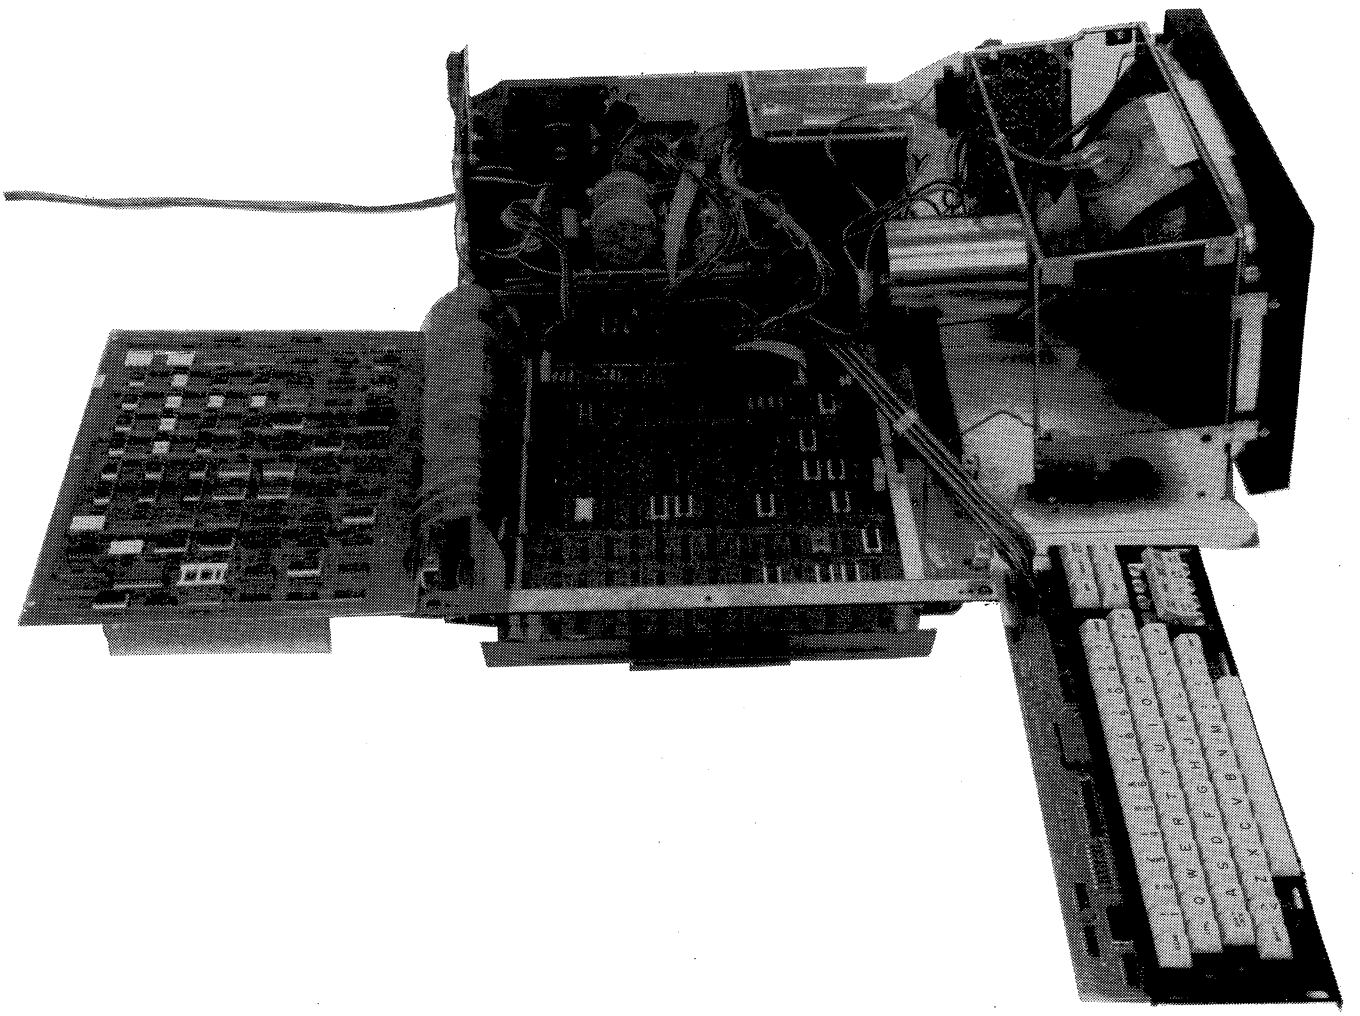

Figure 2-2
2.5.2 Troubleshooting arrangement Figure 2-2
a. Remove the keyboard as described in section 6 subsection 2 and place it to the right of the baseplate as shown in figure 2-2.
b. Remove the monitor cage assembly as per section 6 subsection 5. Position the monitor cage assembly to the right side of the baseplate and at right angles to it as shown in figure 2-2.